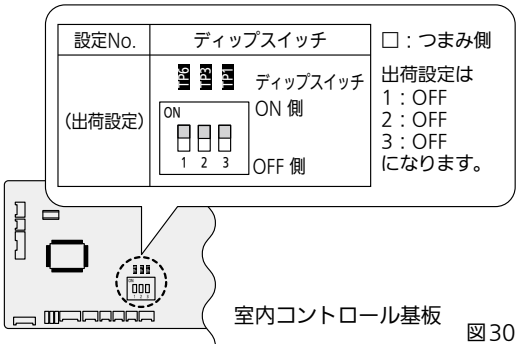

図30
- 電装ボックスのふたを開き、室内コントロール基板を確認してください。(図30)